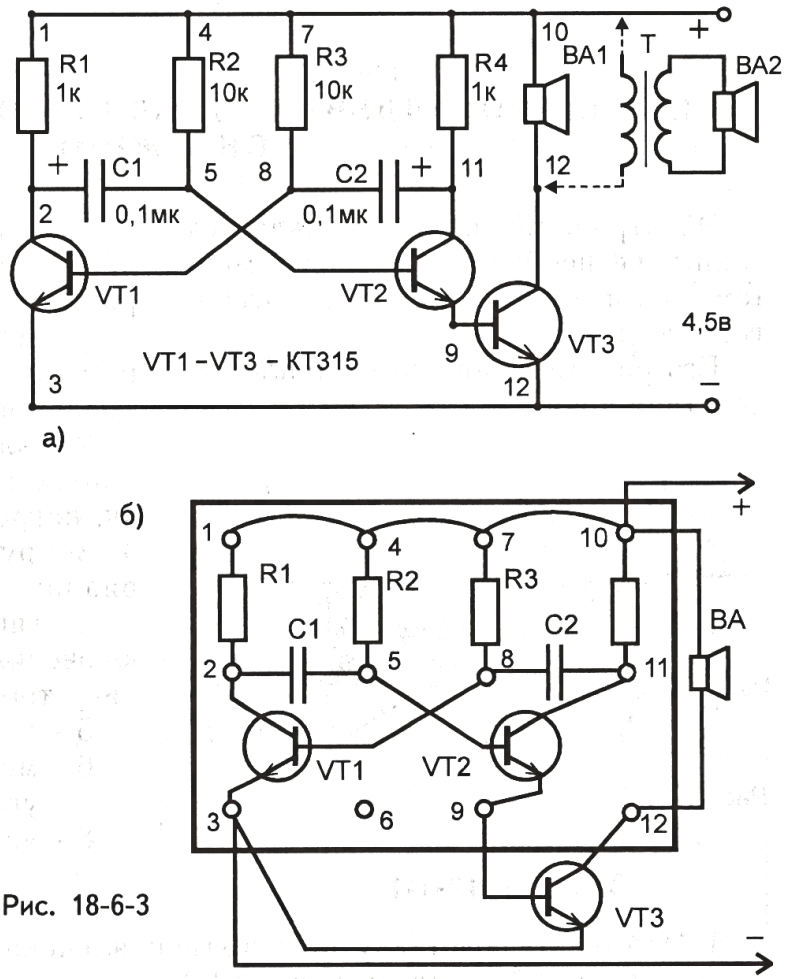

Рис. 18-6-3
1. Соберите конструкцию, показанную на рис. 18-6-3, где мультивибратор составлен на транзисторах *VT1* и *VT2*. Транзистор *VT3* является усилителем мощности электрических колебаний, что позволяет включать в его коллекторную цепь вместо высокоомного телефонного капсюля низкоомные динамические головки непосредственно или через согласующий трансформатор.